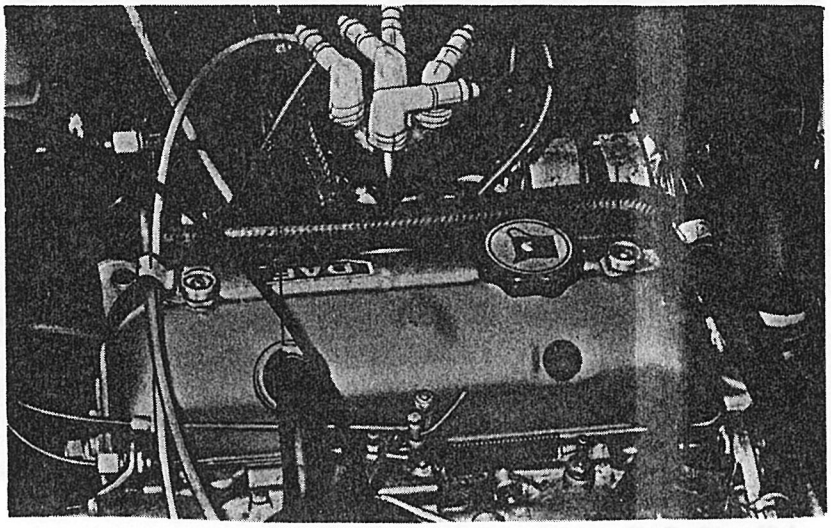

Afb. 2.5.2. Kleppendeksel
a. Verwijderen (afb. 2.5.2.).
(1) Open de motorkap.
(2) Trek het carterventilatiefilter (2) van het kleppendeksel.
(3) Draai de twee moeren (3) op het kleppendeksel los.
(4) Leg de slangen met de klembeugels (1) terzijde.
(5) Verwijder het kleppendeksel van de cilinderkop.
(6) Verwijder de kleppendekselpakking.
b. Aanbrengen (afb. 2.5.2.)
(1) Reinig het kleppendeksel en de cilinderkop van eventuele pakkingresten.
(2) Breng een nieuwe pakking aan.
(3) Plaats het kleppendeksel over de tapeinden op de cilinderkop.
(4) Plaats de klembeugels met de slangen over de tapeinden en zet vast met de twee moeren (3), zorg dat de kachelslang wordt vrijgelegd van de stroomverdeler.
(5) Druk het carterventilatiefilter (2) op het kleppendeksel.
(6) Sluit de motorkap.
a. Verwijderen (afb. 2.5.2.)
(2) Trek het filter (2) van het kleppendeksel.
(3) Verwijder het filter van de slang naar de carburator.
(1) Reinig het filter in S-753.
(2) Schuif het filter op de slang naar de carburator.
(3) Plaats het filter op het kleppendeksel.
(4) Sluit de motorkap.